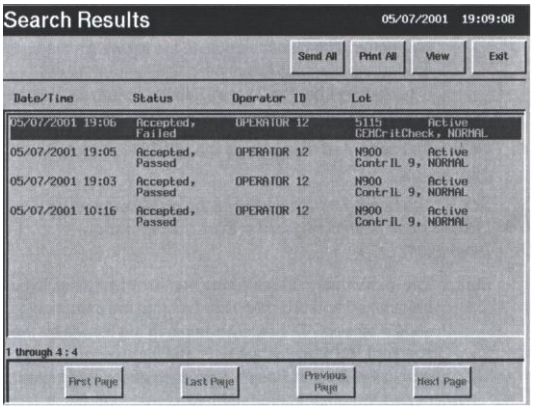

Рис. 5.4
3. Нажмите кнопку *Search* (Поиск) для начала поиска. На экране появится сообщение: «*Recalling Samples. Please Wait*» («Вызов анализов. Ждите.»). Если ни один анализ не найден – на экране появится сообщение, говорящее об этом. Нажмите *OK* для возврата к экрану критериев поиска. Если анализы найдены – появится экран поиска результатов анализов (*Search Results*) (рис. 5.4). На данном экране один анализ занимает одну строку. Наиболее поздний анализ находится в верхней части списка.